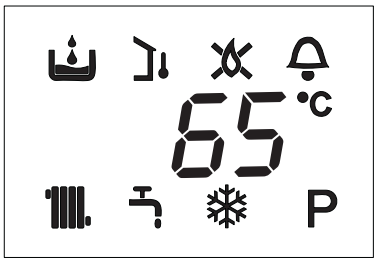

Рис. 2.1a
Режим «зима»: установите переключатель режимов (2 – рис. 2.1a) внутри зоны обозначенной + и - (рис. 3.1b). В случае появления запроса от системы отопления котёл разожжётся. На ЖК-дисплее будут высвечиваться температура в контуре отопления, символ работы в режиме отопления и символ наличия пламени (рис. 3.2a). В случае запроса от системы ГВС на ЖК-дисплее будут высвечиваться температура горячей воды, символ работы в режиме ГВС и символ наличия пламени (рис. 3.3a).
Если вы отсутствуете непродолжительное время, установите переключатель режимов работы (2 – рис. 2.1a) в положение ⏻ (OFF - Выключено).
Если вы будете отсутствовать в течение длительного времени, установите переключатель режимов работы (2 – рис. 2.1a) в положение ⏻ (OFF - Выключено). Установите главный выключатель системы в положение «выключено». Закройте кран на трубопроводе топлива и кран воды на системе отопления и на системе ГВС. В этом случае системы защиты от замерзания и защиты от заклинивания будут отключены. Слейте воду из системы отопления и системы ГВС, если существует опасность замерзания.
- установите переключатель режимов работы (2 – рис. 2.1a) в положение ⏻ (OFF - Выключено).